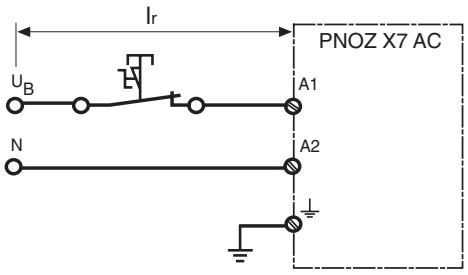

Fig. 3: Longitud de cable Ir con línea en bucle/
- Línea en bucle, 1 fase (v. fig. 3): 1 km
- Conduttore circolare, 1 fase (v. fig. 3): 1 km
- Separate kabels, 1 fase (zie fig. 3): 1 km